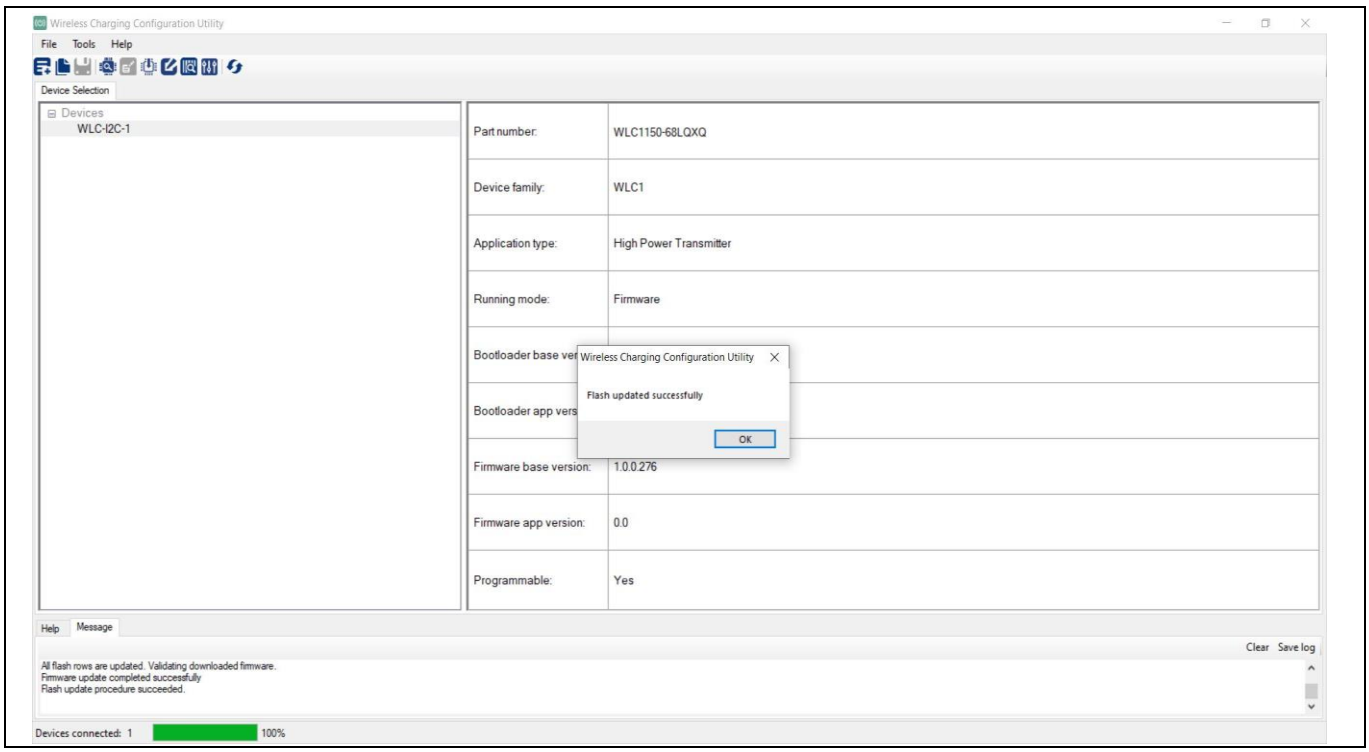

Figure 18 Successful download of configuration file
i) Wait until the updated configuration file gets downloaded, as shown in **Figure 18**.